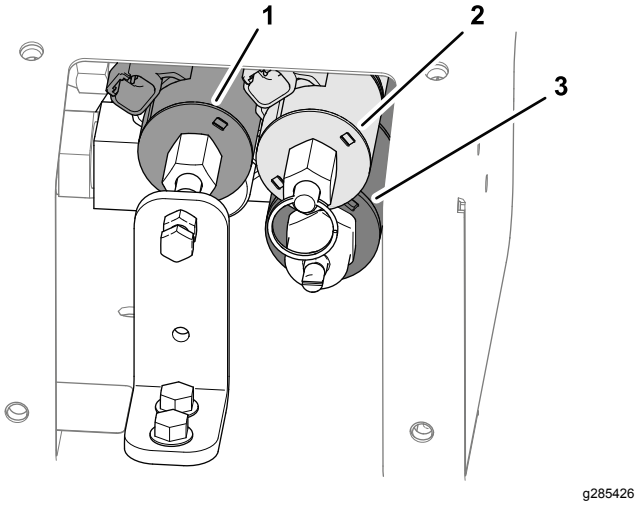

Figur 28
3. Find de 3 kontrolventiler (Figur 28).